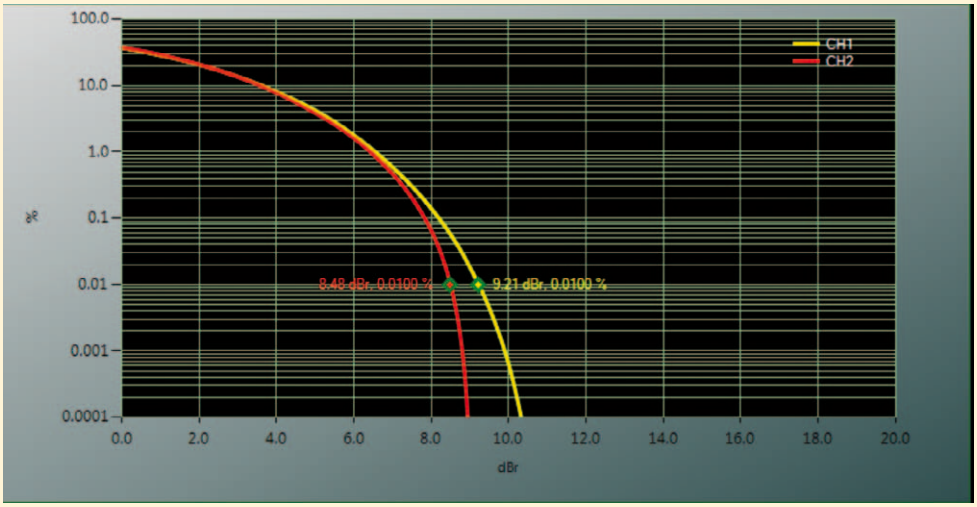

Figure 5: Amplifier compression – Input CH1 10.25 dB crest factor – yellow trace, Output CH2 9.0 dB crest factor – red trace. Amplifier compression 1.25 dB
tribution function (CCDF), as well as the ratio of peak values to the effective value called crest factor (CF). CCDF can give significant insight into the behavior of the power amplifier as it is driven harder into saturation by measuring changes in peak to average ratio (PAR) and crest factor (CF) of the input and output signals simultaneously, while providing a graphical view of the compression of the amplifier in real-time. The Statistical Analysis tool of the PSP Series creates a CCDF graph of the input & output signals and tabular format displaying of cursor readings, average, peak and peak to average power as shown in Figure 5 and Figure 6 respectively.